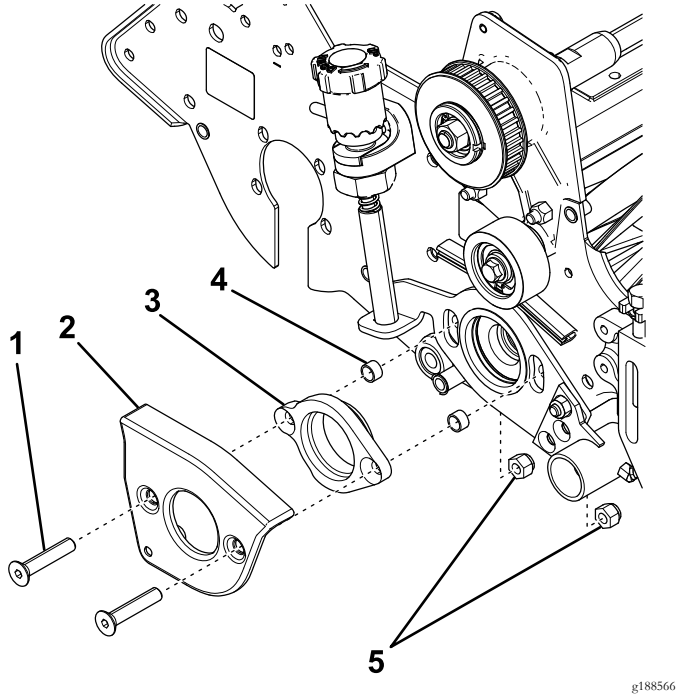

Figure 11
1. Insert the 2 flat-head screws through the groomer-arm cover and bearing adapter, and slide the new spacers onto the ends (Figure 11).
2. Insert the flat-head screws through the side plate and secure them with 2 locknuts (Figure 11).